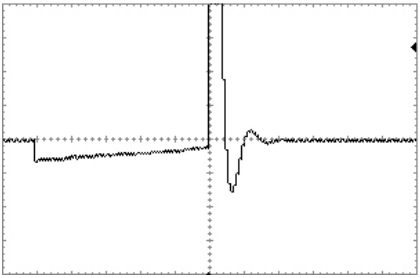

Abb.10
- **Dmp Sc2** (moderate Dämpfung) (siehe Abb.10);